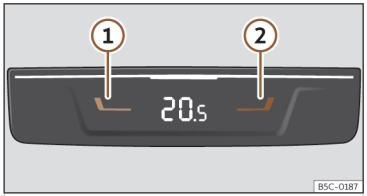

Abb. 111 In der Mittelkonsole hinten: Bedienelemente für die Mitfahrer auf den hinteren Sitzen.
- Drücken Sie die Tasten ① und ② ››› **(Abb. 111)**, um die Temperatur für die hinteren Sitzplätze einzustellen.